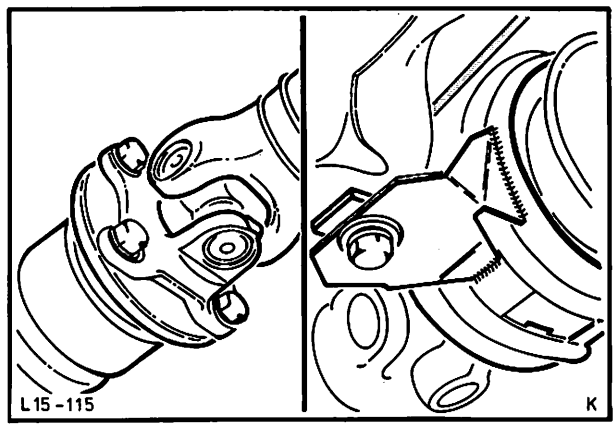

Abb. 181 Befestigung – Gelenkwelle
1. Gelenkwelle vom Flansch – Hinterachsverlängerung abbauen (4 Schrauben), Mittellager vom Bodenblech abschrauben (2 Schrauben), Abb. 181.